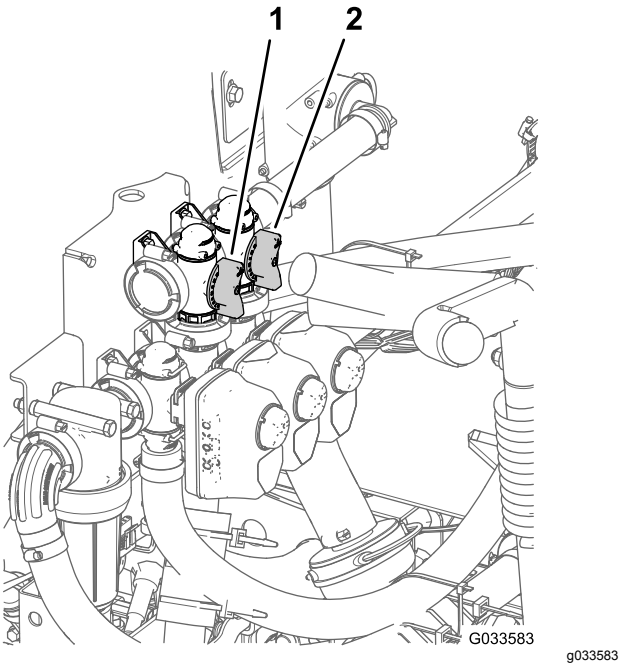

Figur 88
11. Juster omløpsventilen for risting (Figur 88) på baksiden av risteventilen helt til trykkmålingen viser 6,9 bar.
8. Juster omløpshåndtaket for hovedseksjonen for å kontrollere hvor mye risting som skjer i tanken (Figur 88).